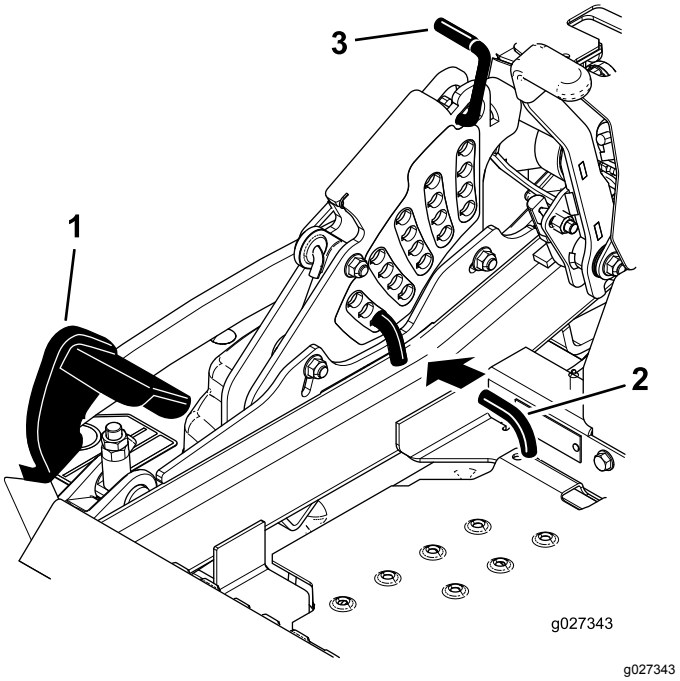

**Figuur 95**
5. Druk het voetpedaal helemaal in en het maaidek wordt vergrendeld in de transportstand van 14 cm (Figuur 95).